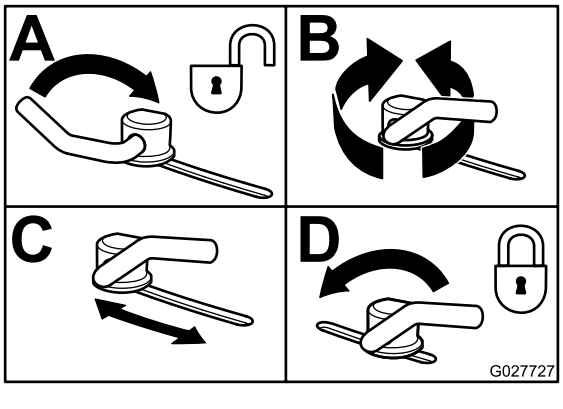

Figuur 30
3. Om de sluitnokken te verstellen, draait u de hendel omhoog om ze los te maken (Figuur 30).
5. Draai de hendel terug om de plaat en de sluitnokken vast te zetten (Figuur 30).